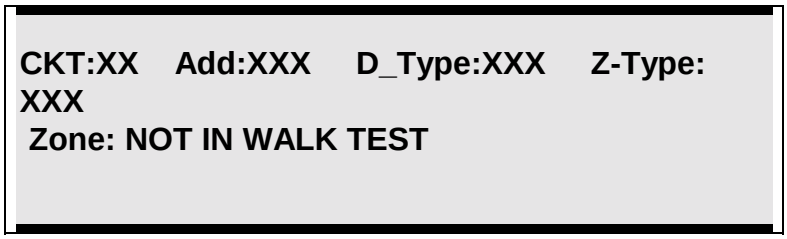

Figure T5
3. Select “Display” [1] to display the circuits (input and output) that are currently in the Walk Test mode. Select “Prog” [2] to select circuits for Walk Test mode. Figure T5 is now